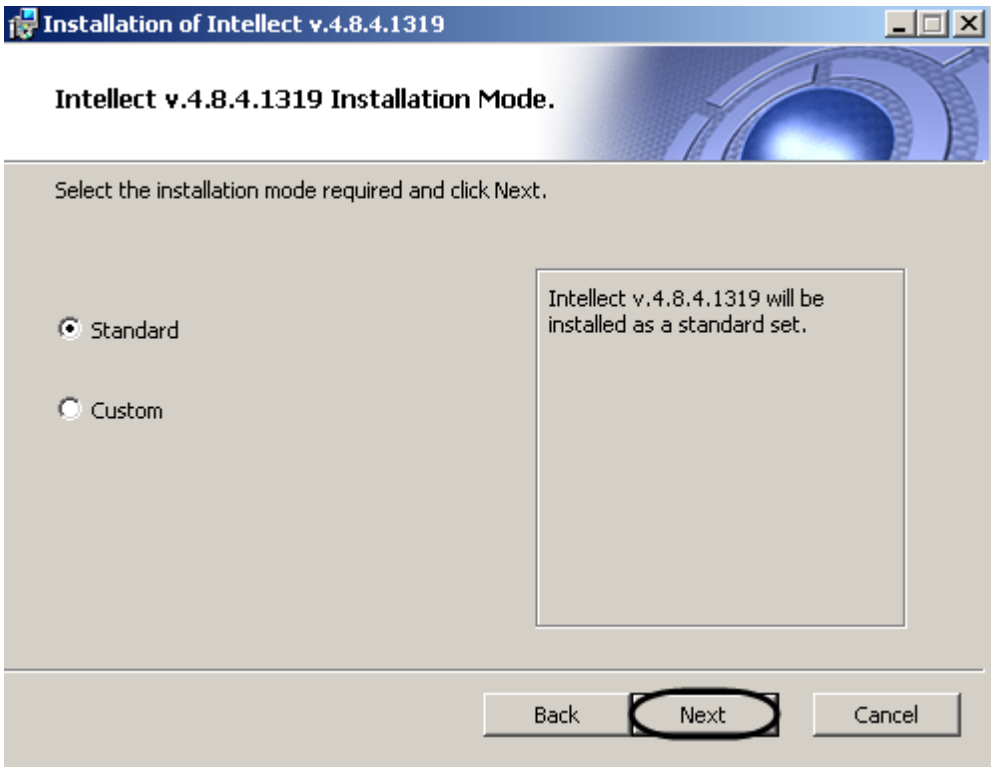

Figure 5.1-35 Installation mode selection
The dialog box of installation mode selection is displayed (Figure 5.1-35).
14.Select the installation mode (Figure 5.1-35).
15.Click the “Next” button (Figure 5.1-35).